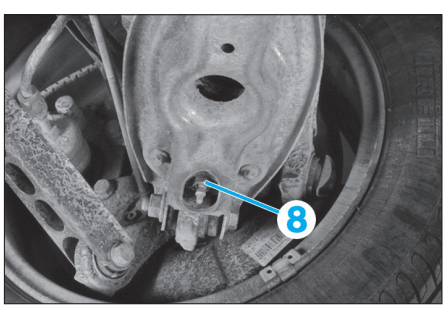

Fig. 40
• Déposer l'écrou (8), tout en maintenant au niveau du six pans si nécessaire **(Fig.40)**.